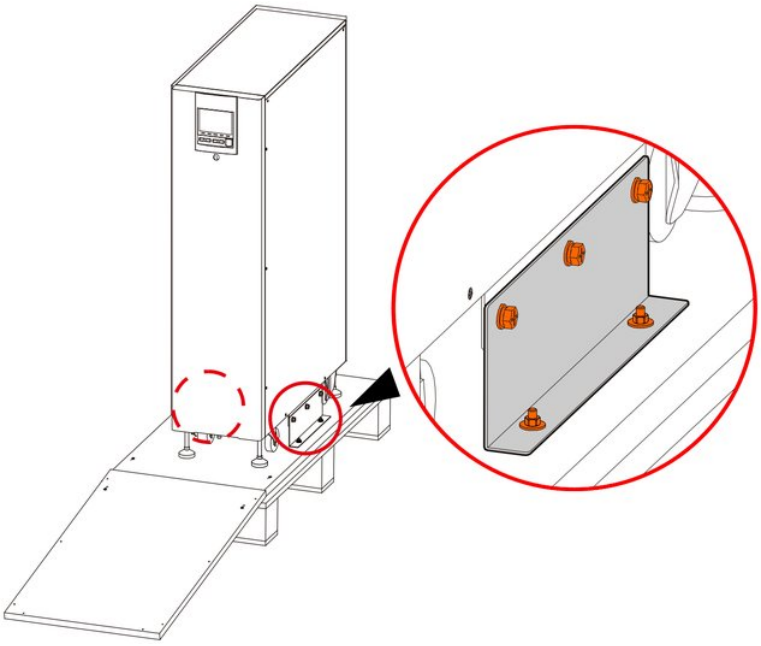

FIGURA 3-4 Posizione dei bulloni
6. Dopo il controllo, con una chiave a bussola togliere i bulloni che fissano la piastra di supporto dell'UPS alla base in legno (posizione dei bulloni come nella Figura 3-4), quindi rimuovere la piastra di supporto.